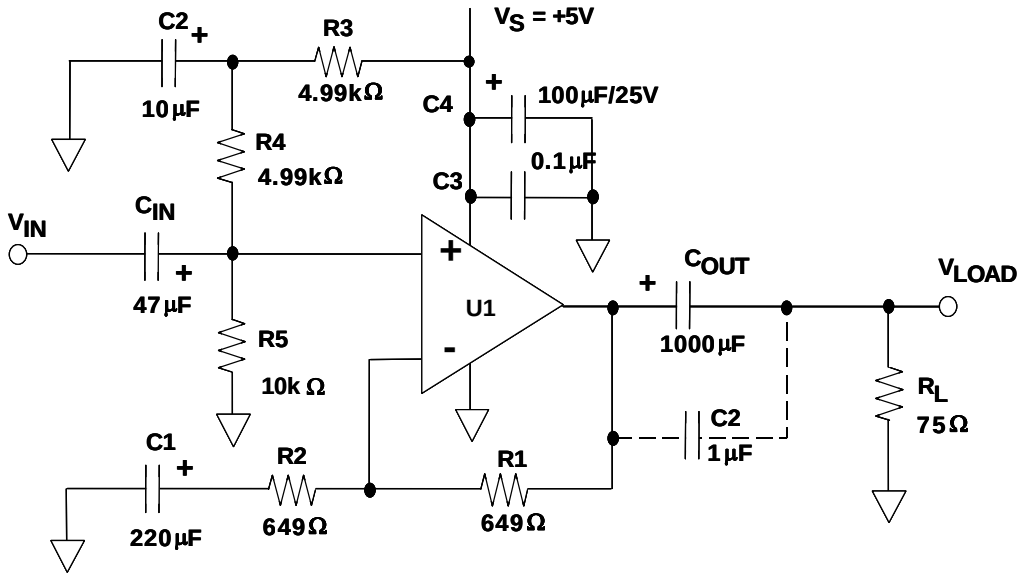
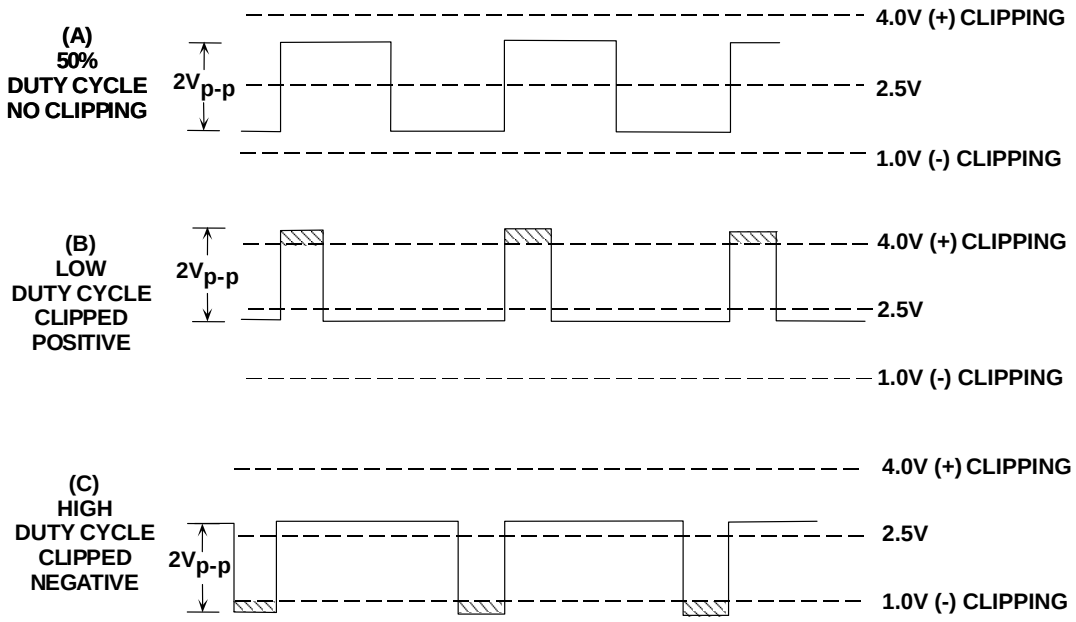

Figure 8: Single Supply Biasing
Figure 9: Headroom Issues with Single Supply Biasing
AC coupling is simply applying a high pass filter and establishing a new reference level typically somewhere around the center of the supply voltage range as shown in Figure 8. The series capacitor will block the dc component of the input signal. The corner frequency (the frequency at which the response is 3 dB down from the midband level) is determined by the value of the components:
In an amplifier circuit such as that of Figure 8, the output bias point will be equal to the dc bias as applied to the op amp's (+) input. For a symmetric (50% duty cycle) waveform of a 2 Vp-p output level, the output signal will swing symmetrically about the bias point, or nominally 2.5 V ±1 V (using the values given in Figure 9). If however the pulsed waveform is of a very high (or low) duty cycle, the ac averaging effect of C_{IN} and R4||R5 will shift the effective peak level
either high or low, dependent upon the duty cycle. This phenomenon has the net effect of reducing the working headroom of the amplifier, and is illustrated in Figure 9.
In Figure 9 (A), an example of a 50% duty cycle square wave of about 2 Vp-p level is shown, with the signal swing biased symmetrically between the upper and lower clip points of a 5 V supply amplifier. This amplifier, for example, (an AD817 biased similarly to Figure 8) can only swing to the limited dc levels as marked, about 1 V from either rail. In cases (B) and (C), the duty cycle of the input waveform is adjusted to both low and high duty cycle extremes *while maintaining the same peak-to-peak input level*. At the amplifier output, the waveform is seen to clip either negative or positive, in (B) and (C), respectively.